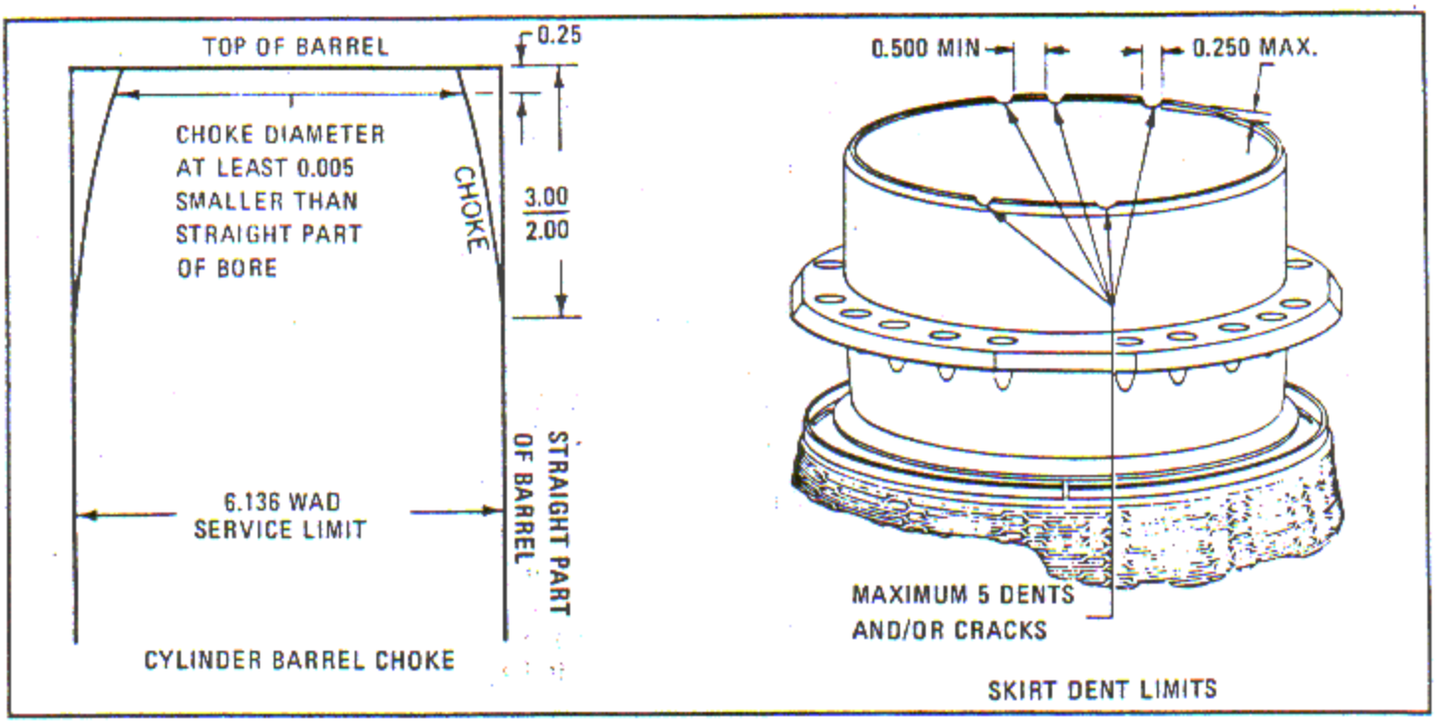

Figure 6-11. Cylinder Barrel Choke and Cylinder Barrel Skirt Dent Limits
g. Measure the diameter of the choke at a point 0.250 inch down from the top of the barrel ID. The choke diameter starts approximately 2.00 - 3.00 inches down from the top of the bore. This diameter must continuously decrease without any increase as the bore gage is moved toward the top of the bore. The diametrical difference between the straight portion of the barrel diameter and the choke diameter shall not be less than 0.005 inch. See figure 6-11.
b. After reconditioning, the affected areas shall not exceed a longitudinal depth of 0.125 inch and a width of 0.250 inch. See figure 6-11.